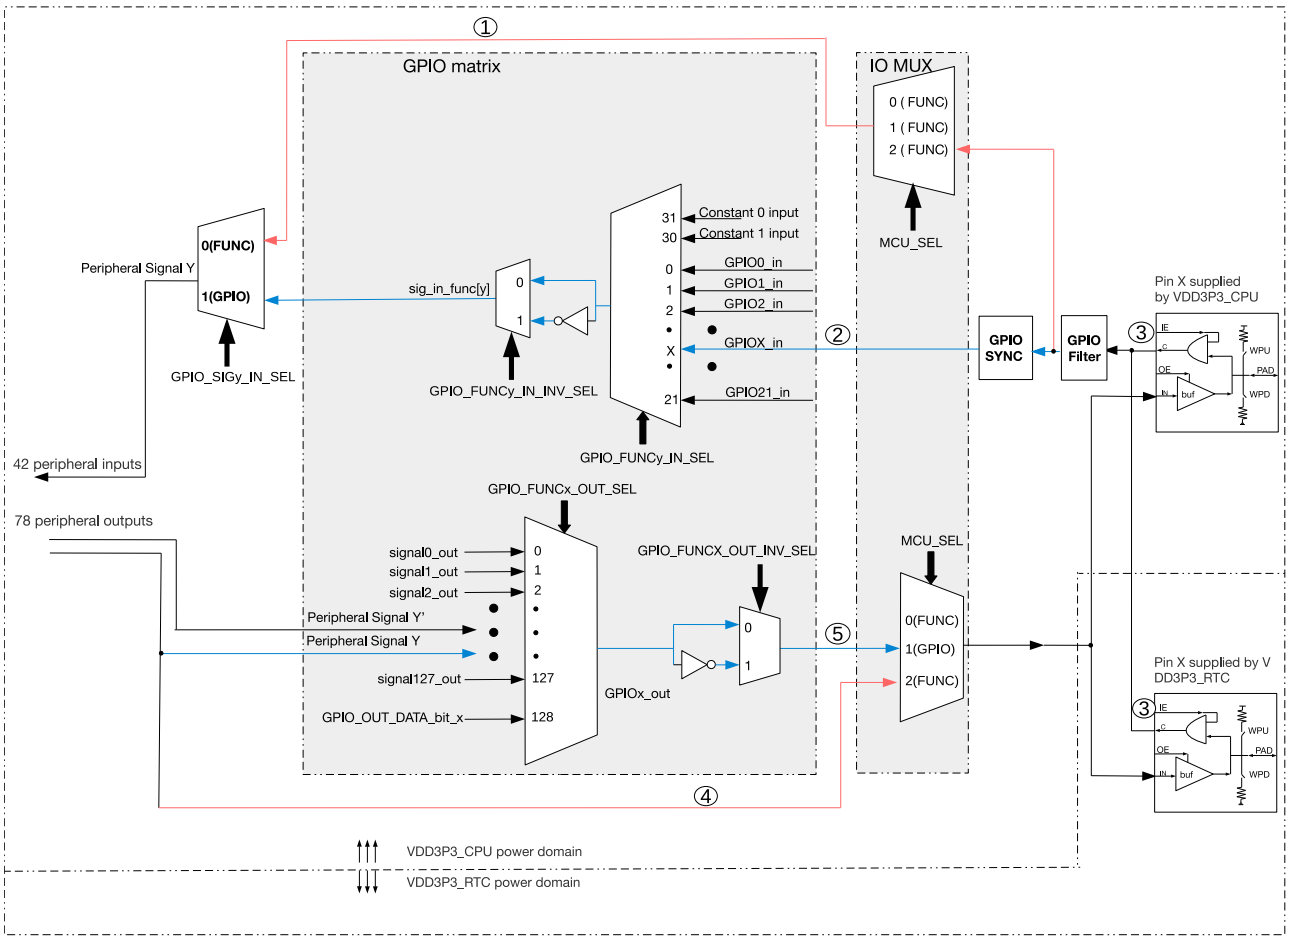

图 5.3-2. IO MUX 和 GPIO 交换矩阵框图（详图）
- 图 5.3-2 详细展示了 IO MUX 和 GPIO 交换矩阵将信号引入外设和引出至管脚的具体过程；
如图 5.3-2 所示，对于信号输入，外部输入信号从 GPIO 管脚输入，经 GPIO SYNC 模块同步至 APB 总线时钟后进入 GPIO 交换矩阵。外部输入信号也可以通过 IO MUX 直接进入外设，但信号无法经由 GPIO SYNC 模块同步。
如图 5.3-2 所示，对于信号输出，78 个输出信号（即在表 5.11-1 中“输出信号”列的所有信号）中的某一个信号通过 GPIO 交换矩阵到达 IO MUX，然后连接到某个 GPIO 管脚。